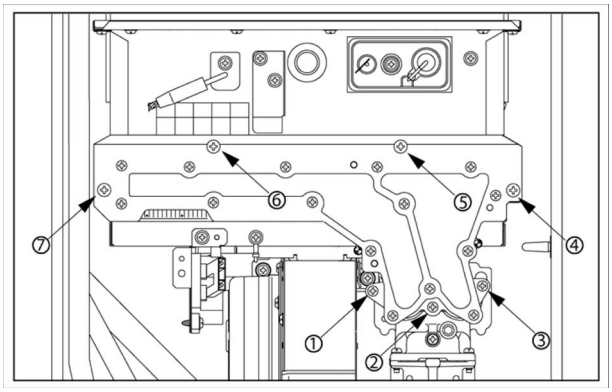

Fig. 1
▶ 5. Remove the manifold plate by locating and removing the 7 screws as indicated in Fig. 1. Discard the original manifold plate.